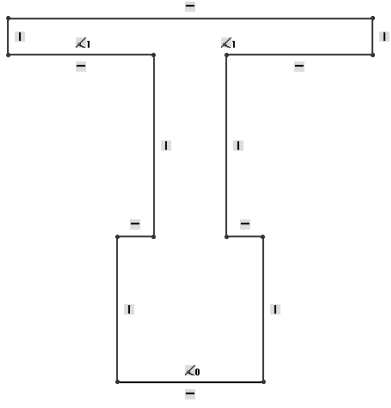

Figure 2-59 *Final sketch for Tutorial 1*
16. Move the line cursor vertically downward to the start point of the first line. Click when an orange circle is displayed; the final sketch for Tutorial 1 is created, as shown in Figure 2-59. In this figure, the grid display is turned off for clarity.
In Figure 2-59, the display of relations is turned on. To turn off the display of relations, choose the ***View Sketch Relations*** *button from the* ***Hide/Show Items*** *flyout in the* ***View (Head-Up)*** *toolbar.*